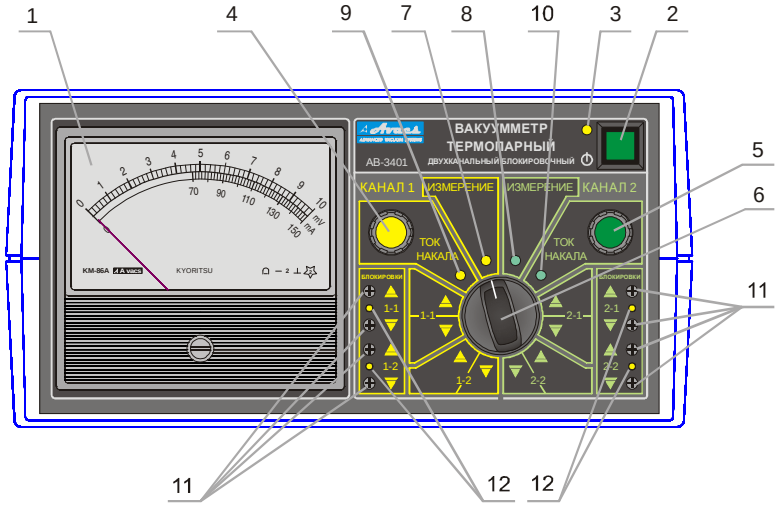
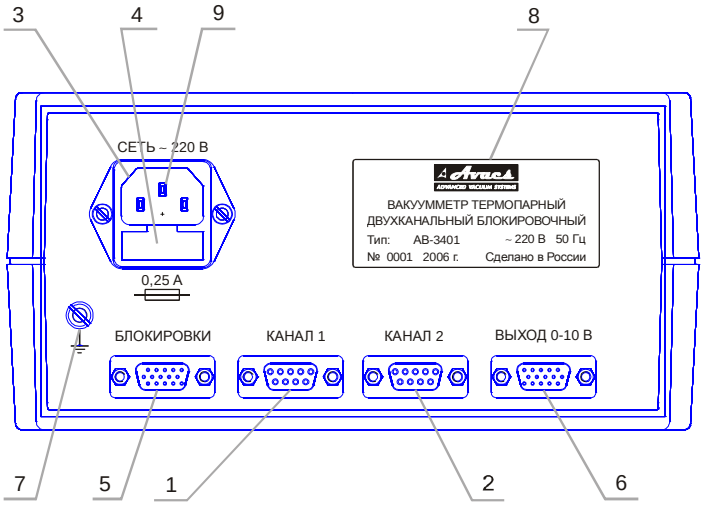

Рис.1.
Рис.2.
6.3. Передняя (рис.1) и задняя (рис.2) панели вакуумметра выполнены из алюминия. На передней панели вакуумметра расположены органы управления, на задней – разъемы для присоединения кабельных соединений, необходимых при эксплуатации прибора. На переднюю и заднюю панель нанесены надписи и символы, поясняющие назначение органов управления и разъемов. Надписи и символы, соответствующие режимам измерения и настройкам первого и второго измерительного каналов имеют различное цветовое оформление (желтым и зеленым цветом соответственно).
6.5. На **передней** панели прибора расположены **(рис.1)**:
- *потенциометры “ТОК НАКАЛА” первого и второго каналов* ***(поз.4 и поз.5)***, предназначенные для установки тока накала нагревательного элемента манометрического преобразователя, присоединенного к разъему первого или второго каналов прибора – разъем “КАНАЛ 1” (рис.2, поз.1) или “КАНАЛ 2” (рис.2, поз.2);
Положения переключателя “РОД РАБОТЫ” ***(поз.6, рис.1)*** *вакуумметра термопарного двухканального блокировочного АВ 3401.*
6.6. На **задней** панели прибора расположены **(рис.2)**:
9.3. Клемма “ЗЕМЛЯ” (поз.7 рис.2) и заземляющий контакт сетевого разъема (поз.9 рис.2) электрически соединены внутри прибора. Перед началом эксплуатации прибора необходимо, используя клемму “ЗЕМЛЯ” (поз.7 рис.2) или посредством сетевого кабеля (т.е. через заземляющий контакт сетевого разъема (поз.9 рис.2)), надежно соединить его с заземляющей шиной распределительного электрического щита, а также с заземляющими шинами других приборов (при использовании вакуумметра в составе установок или комплектов оборудования).
10.5. Присоедините сетевой кабель АВ 3401-К2 к прибору и сети переменного тока 220 В, 50 Гц. Присоедините кабелем АВ 3401-К1 манометрический преобразователь к разъему первого измерительного канала вакуумметра (“КАНАЛ 1”, поз.1 рис.2).
10.7. Установите переключатель “РОД РАБОТЫ” в положение “ИЗМЕРЕНИЕ” первого канала (поз.7 рис.1). После переключения начнет светиться индикаторный светодиод. Плавно вращая ручку потенциометра “ТОК НАКАЛА” первого канала (поз.4 рис.1), установите стрелку измерительного прибора на отметку 10 мВ по верхней шкале.
10.8. Установите переключатель “РОД РАБОТЫ” в положение “ТОК НАКАЛА” первого канала (поз.9 рис.1). После переключения засветится соответствующий индикаторный светодиод. По нижней шкале измерительного прибора снимите значение тока накала.
10.9. Проверьте работоспособность второго канала вакуумметра, повторив операции, аналогичные описанным в п.10.5-10.8., для манометрического преобразователя, подключенного к разъему “КАНАЛ 2” (поз.2 рис.2)